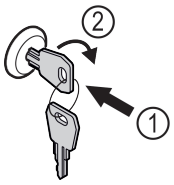

Fig. 194 Reprezentare exemplificatoare
▶ Introduceți cheia prin apăsare *Fig. 194 (1)*.
▶ Rotiți cheia cu 90° în sensul acelor de ceasornic *Fig. 194 (2)*.